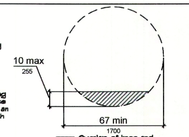

FIGURE 304.3.1
3. The overlap shall be permitted only within the turning circle area shown shaded in Figure 304.3.1